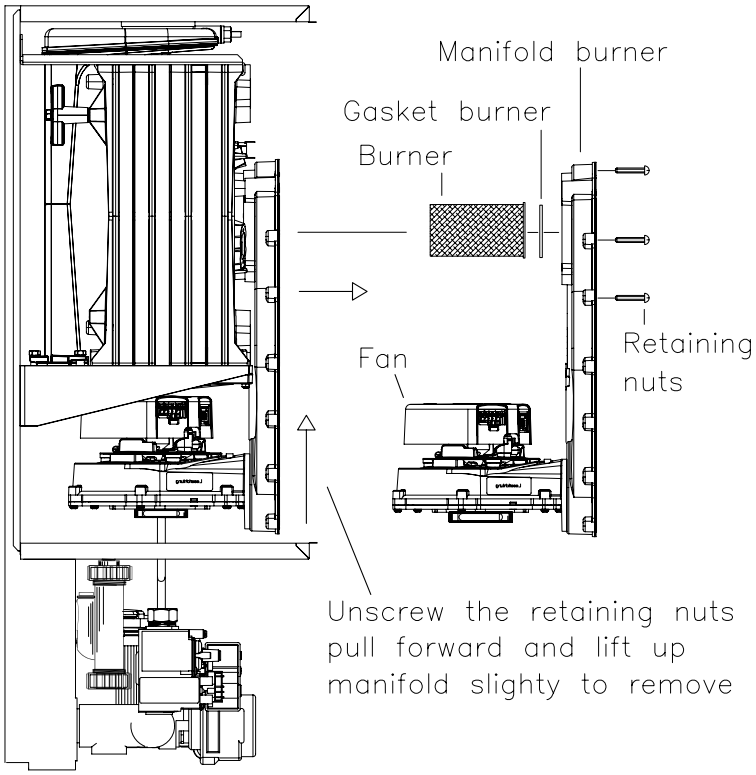

Fig.45
8.5 TO REMOVE/REPLACE THE BURNER (FIG.45)